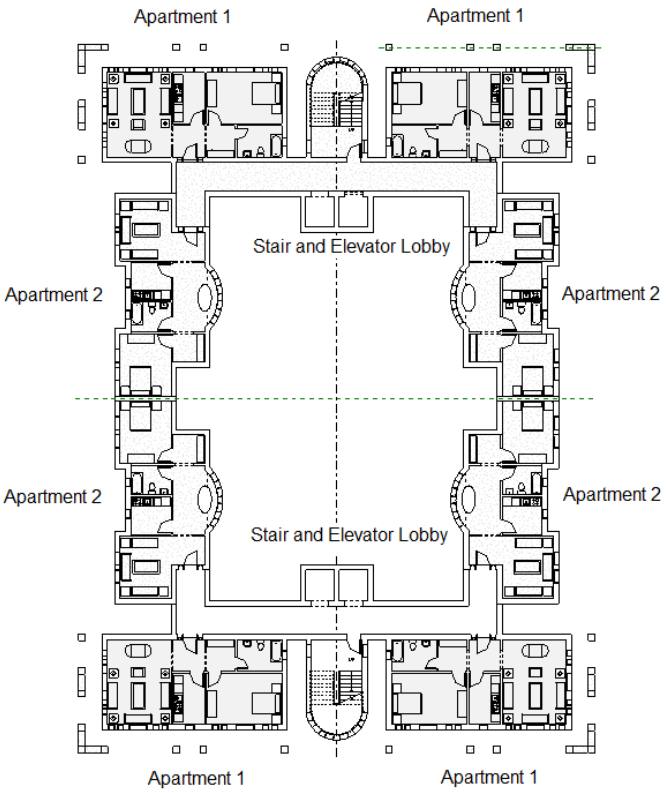

Figure 16-71 *The sketch plan showing the cluster of apartments*
In this tutorial, you will generate the Apartment Complex project by copying and pasting the elements of the *Elevator and Stair Lobby* and *Apartment 2* projects into the *Apartment* project. Edit them to attach to the *Apartment* project. Group them into an apartment cluster, as shown in Figure 16-71. Save the project file as *Apartment Cluster.rvt*. Use all latest project files for this tutorial.
8. Now, choose **First Floor** from the **Floor Plans** head in the **Project Browser** and then select the **Main Model** option from the **Active Design Option** drop-down list in the **Design Options** panel of the **Manage** tab. Next, select all elements of the project and mirror them along the horizontal axis. The horizontal axis should be defined by the wall centerlines of the south walls of the *Apartment 2* project, as shown in the cluster plan of this tutorial, refer to Figure 16-71. Ignore any warning message during the mirroring process. After mirroring the selected elements, choose the **Modify** button from the **Select** panel to clear the current selection.